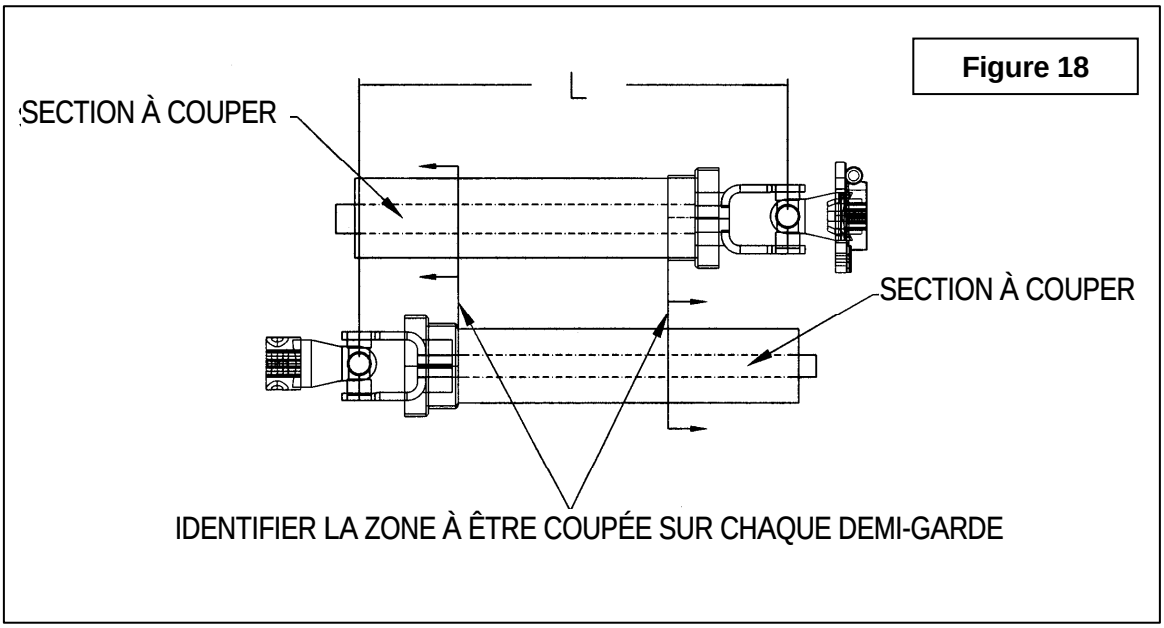

Figure 18
3. Placer les deux demi arbres l'un à côté de l'autre et trouver la longueur **"L"** entre les deux centre en centre des joints universels. Identifier la zone à être couper sur chaque demi-garde tel qu'illustré à la figure 18.